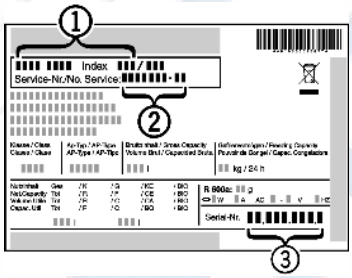

Fig. 8
- ▶ Наименование устройства *Fig. 8 (1)*, сервисный № *Fig. 8 (2)* и серийный № *Fig. 8 (3)* считайте с заводской таблички. Заводская табличка находится внутри устройства слева.
- ▶ Обратитесь в сервисную службу и сообщите вид неисправности, наименование устройства *Fig. 8 (1)*, сервисный № *Fig. 8 (2)* и серийный № *Fig. 8 (3)*.